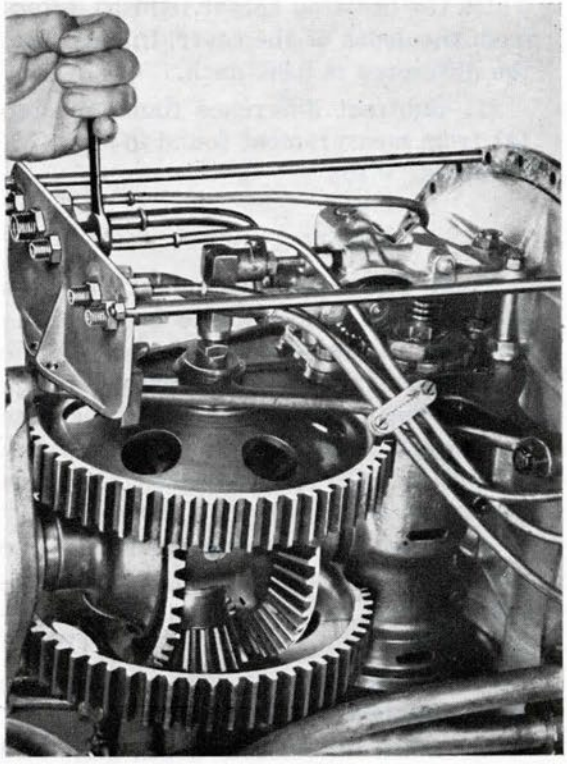

Figure 218
3. Line up and connect pipes to nipples on aligning fixture and tighten (Fig. 218). **(229, 141A)**